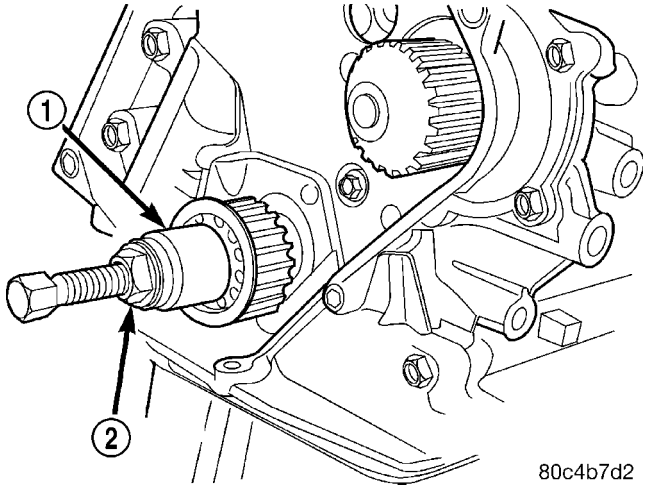

Fig. 104 Crankshaft Sprocket - Installation
(7) Install crankshaft sprocket using Special Tool 6792 (Fig. 104).
(8) Install oil pump pick-up tube.
(9) Install oil pan (Refer to 9 - ENGINE/LUBRICATION/OIL PAN - INSTALLATION).
(10) Install timing belt rear cover (Refer to 9 - ENGINE/VALVE TIMING/TIMING BELT COVER(S) - INSTALLATION).
(11) Install timing belt (Refer to 9 - ENGINE/VALVE TIMING/TIMING BELT AND SPROCKETS - INSTALLATION).